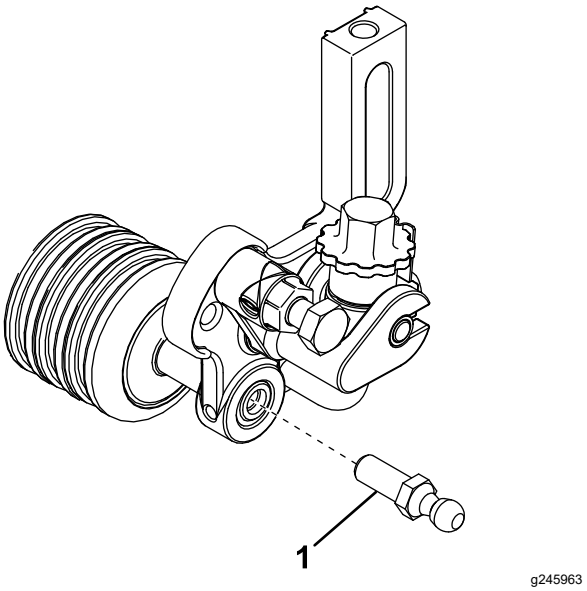

Figura 6
10. Enrosque o pino esférico em cada extremidade dos rolos dianteiros do rastelo (Figura 6).